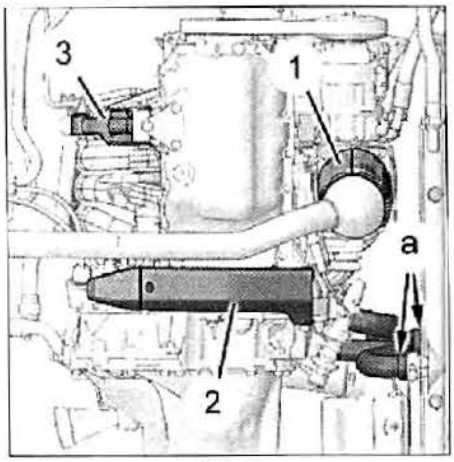
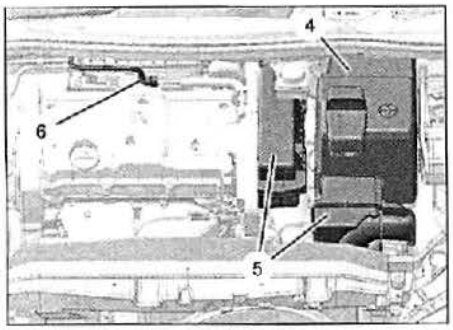

FIG. 31
FIG. 32
- las tuercas de transmisiones con el útil de inmovilización de cubo (ref. 6310-T)
- el tope de caja de velocidades (2) (fig. 31)
- el catalizador (1)
- la bieleta de reacción (3)
• Unir el útil ref. 4192-T a la válvula de purga (6) del circuito de alimentación combustible y recoger el combustible en un recipiente (durante el acoplamiento del útil protegerse con un trapo de las posibles salpicaduras de combustible) **(Fig.32)** .